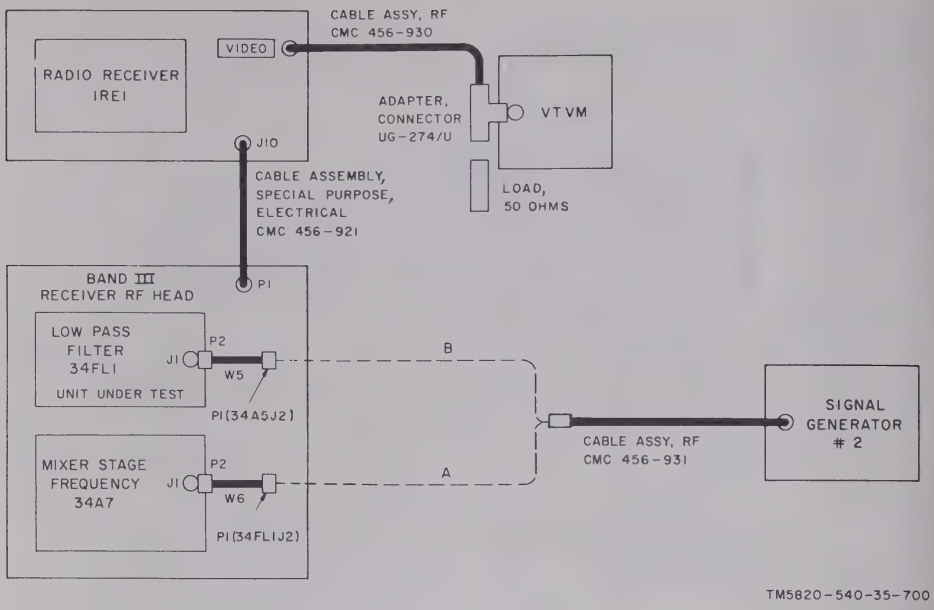
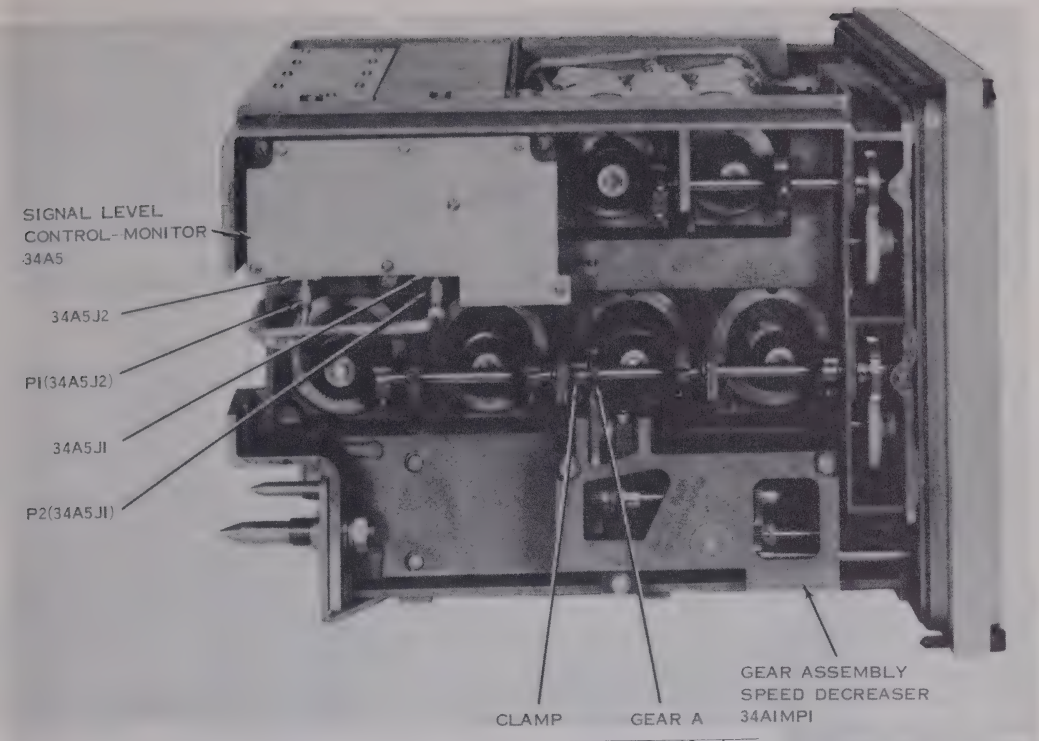

Figure 3-72. Low-pass filter 34FL1 operational check, test setup.
Figure 3-73. Band III receiver RF head, right side view.
(2) Connect the test equipment as shown in A, figure 3-72.
(3) Tune the receiver to channel 1390 an signal generator No. 2 to 895 MHz.
(4) Set the AC POWER switch to ON.
(5) Adjust the output level of signal gener tor No. 2 until a reading of —50 dbm is obtaine on the VTVM.
(6) Reconnect plug P1 (34FL1J2) t 34FL1J2.
(7) Disconnect plug P1 (34A5J2) (fig. 3-73 from 34A5J2 on signal level control monito 34A5.
(8) Connect the test equipment as shown i B, figure 3-72.
(9) The indication on the VTVM should no be lower than —50.5 dbm.
(10) If an abnormal indication is obtained i (9) above, replace 34FL1. Refer to paragrap 3-135 for replacement procedures.